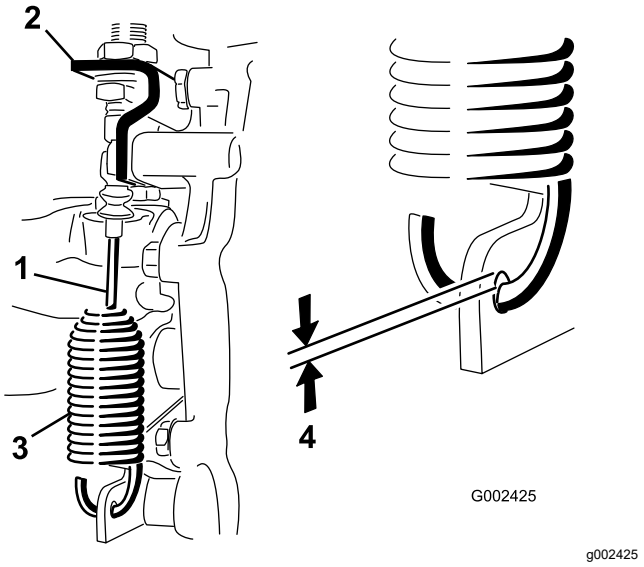

Figur 45
2. Lossa kontramuttrarna som håller fast differentiallåsvajern vid fästet på växellådan (Figur 45).